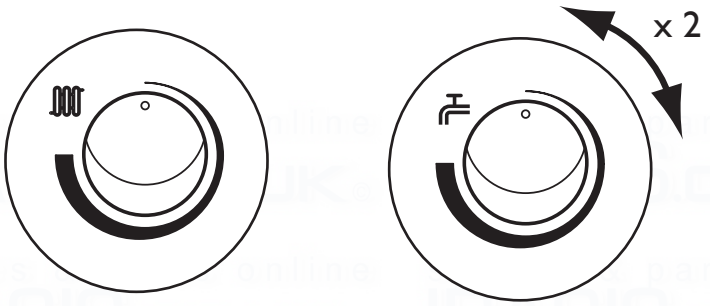

Fig. 86
3. Turn both control knobs fully anticlockwise, then quickly turn the right hand knob 1/4 clockwise twice and back fully anticlockwise (Fig. 86).